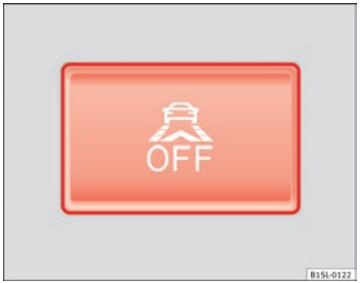

Fig. 94 In the lower part of the centre console: Button for the City Safety Assist function.
- Press the ⇒ fig. 94 button on the centre console.